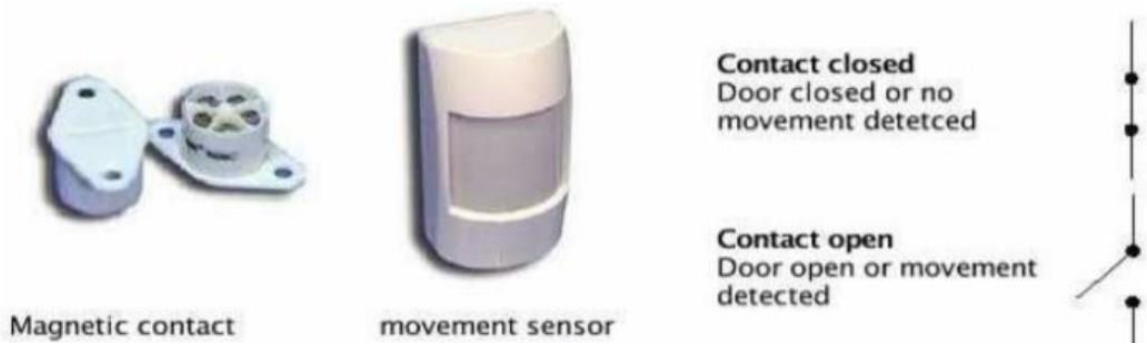

Figure 1: Access Control System Sensors
In the case of the sensors, they all contain switches that are "closed" circuit under normal circumstances. This type of switch is known as a Normally Closed (NC) switch, the converse is known as Normally Open (NO). Magnetic contacts (The principle of Magnetic door contact switch refer to Link) are used to detect when doors and windows are opened. When a door is opened a magnet is moved away from the reed switch which causes the switch contacts to open. Likewise, when a movement sensor is triggered or a pressure mat depressed the circuit is broken (the switch is opened), see Figure 1.